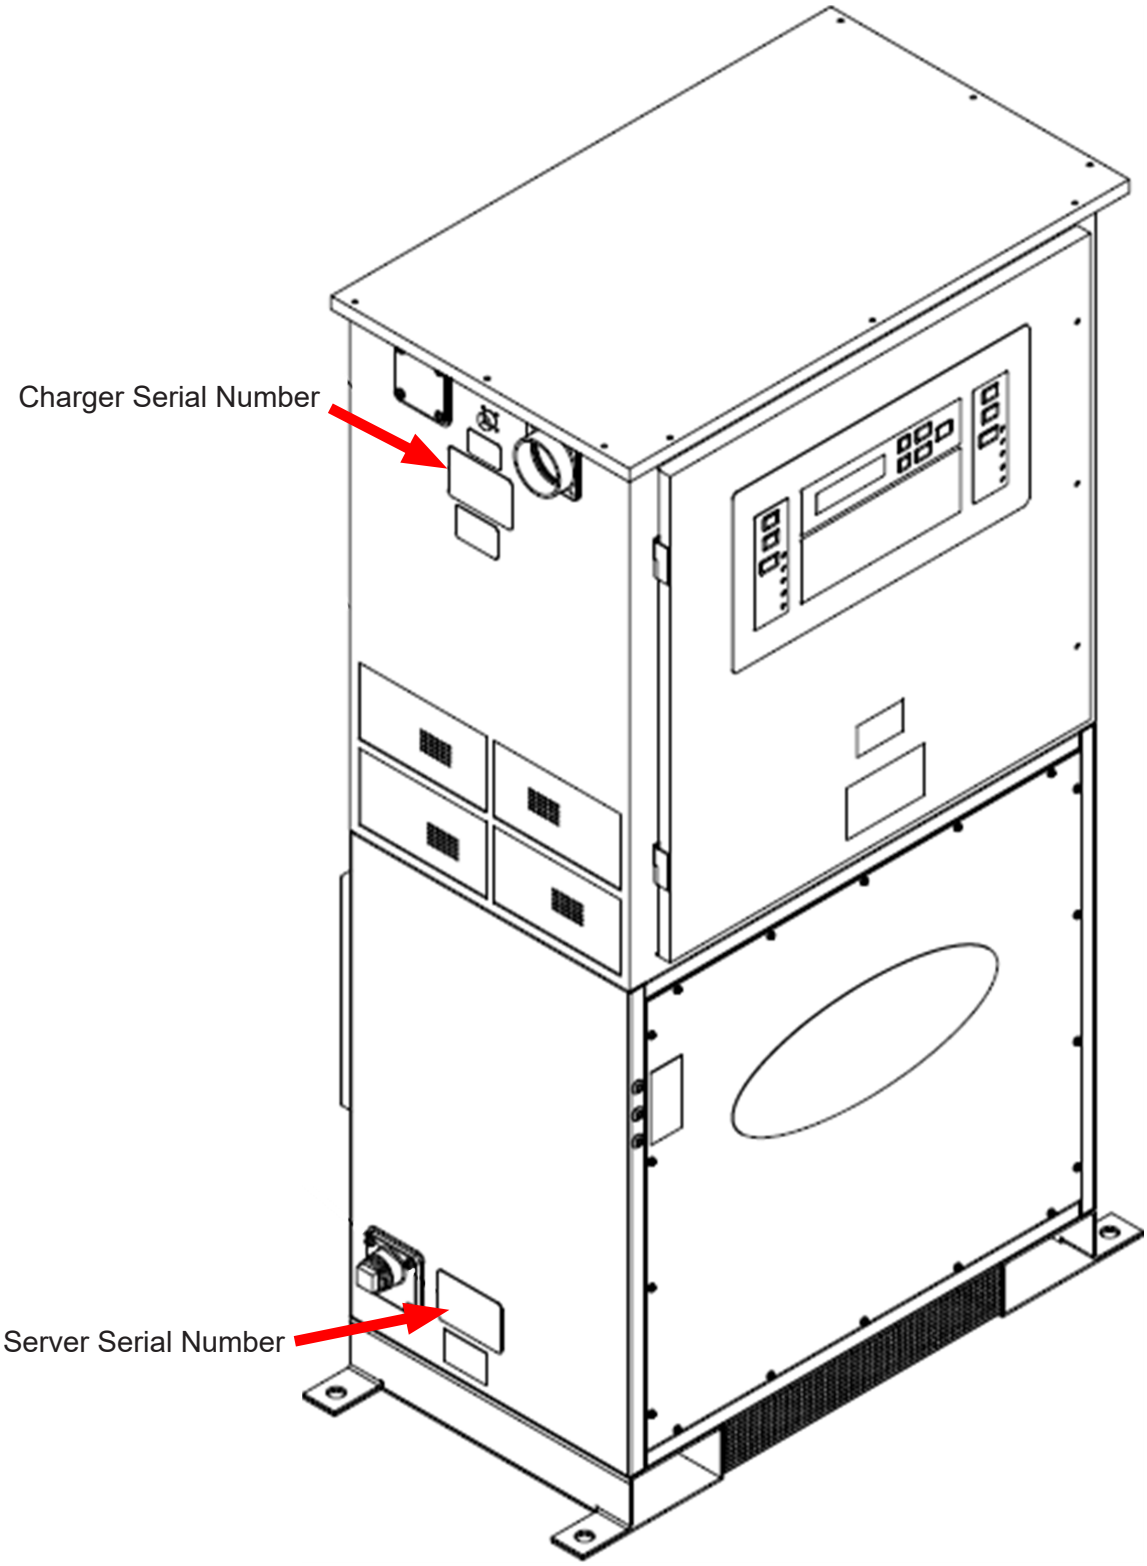

Figure 33 – Charger Serial Number & Server Serial Number
- Charger Serial Number (Figure 33) – If the charger (power station) SN (on the standalone or the DVS top portion) has not been automatically uploaded, then enter it.